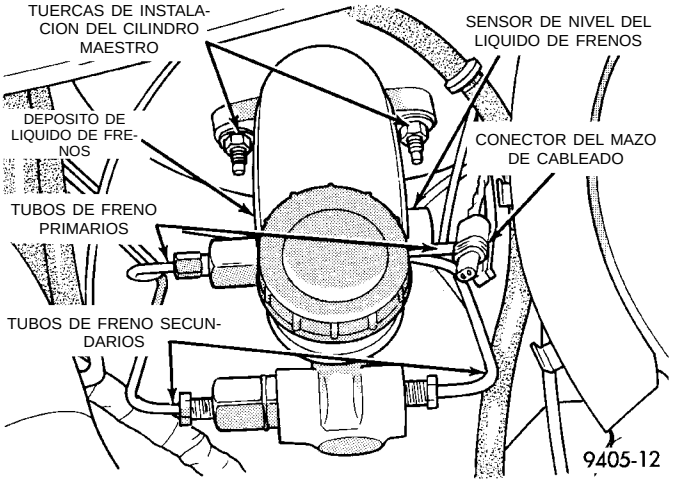
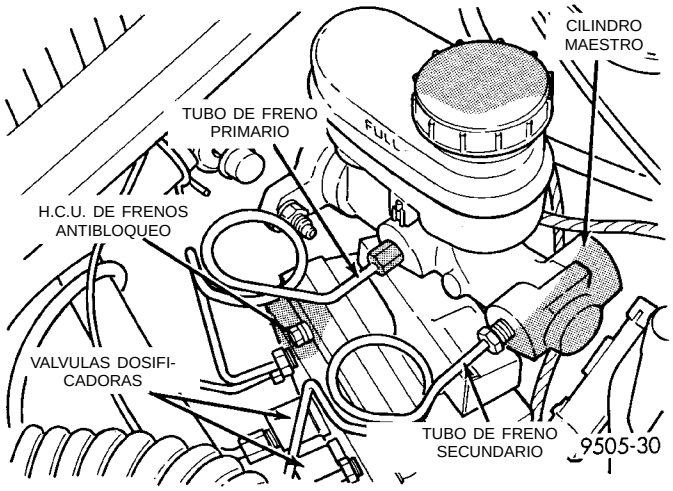

Fig. 113 Tubos de freno primarios y secundarios sin frenos ABS
Fig. 114 Tubos de freno primarios y secundarios con frenos ABS
(3) Desconecte los tubos de freno, primarios y secundarios, del cilindro maestro (Fig. 113) y (Fig. 114). Instale tapones en todas las salidas abiertas de los tubos de freno en el conjunto del cilindro maestro.
(4) En los vehículos que tienen instalado el sistema ABS, limpie la zona donde el cilindro maestro se fija al reforzador mediante un limpiador de frenos apropiado, como el Limpiador de piezas del freno Mopar o un equivalente.
(11) Conecte los tubos de freno a las bocas primarias y secundarias del cilindro maestro (Fig. 113) y (Fig. 114). Apriete todas las tuercas de los tubos con una torsión de 17 N·m (145 libras pulgada).
(12) Vuelva a conectar el conector del cableado al sensor de nivel de líquido.
(13) Ajuste el conmutador de la luz de stop según sea necesario.
(14) Purgue el sistema de frenos.